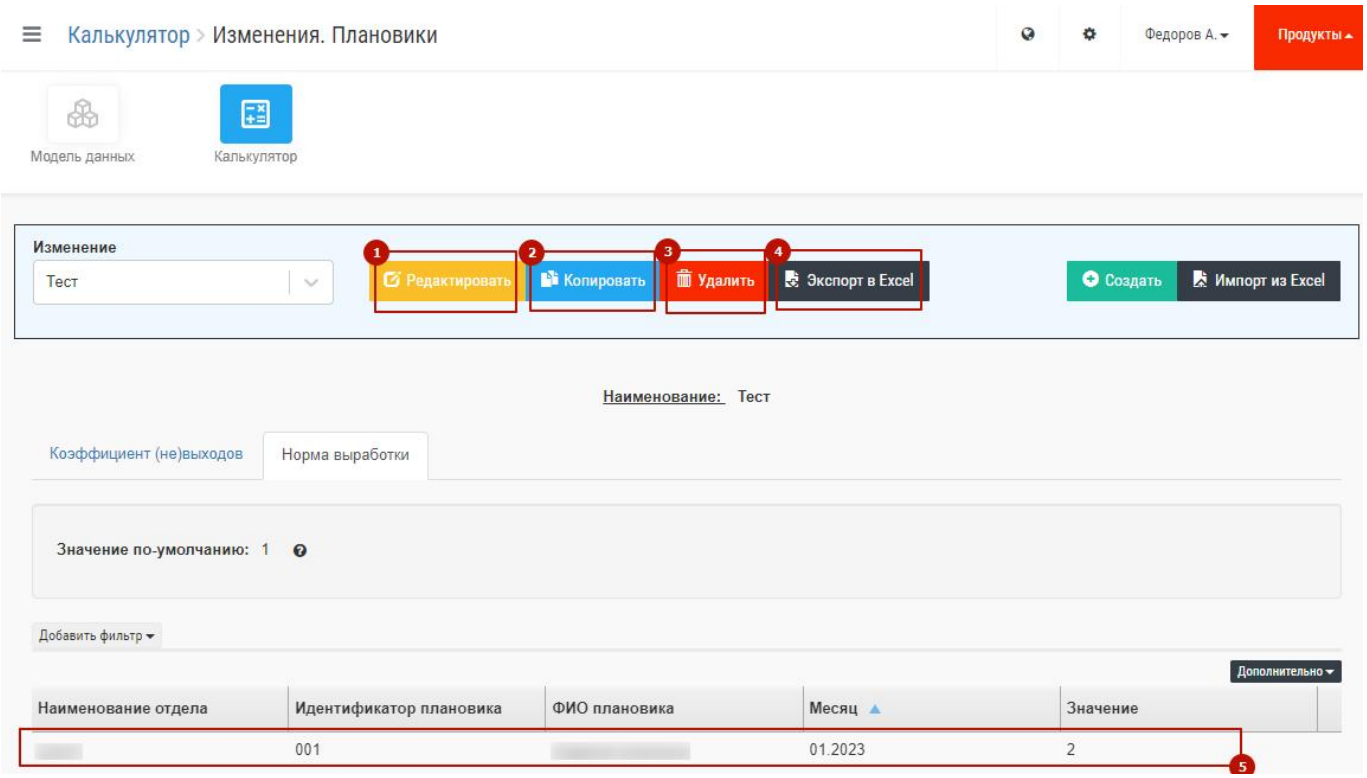

Рис. 51 – Редактирование изменения
После сохранения сформированного изменения строки появятся в таблице, пример показан на Рис. 51 (5) .
- **Редактировать** текущее изменение в части наименования изменения по профессиям, значений всех коэффициентов и их наличия. Для входа в режим редактирования нужно на жать кнопку «Редактировать», внести требуемые изменения и затем нажать кнопку «Сохранить» (1 на Рис. 51);
- **Копировать** текущее изменение. Для копирования изменения необходимо нажать кнопку «Копировать», после чего появится новое изменение у которого имя будет заканчиваться на «Копия_0» (2 на Рис. 51);
- **Удалить** текущее изменение. Для удаления изменения необходимо нажать кнопку «Удалить» (3 на Рис. 51). Текущее изменение будет удалено без возможности восстановления.
- **Экспортировать** текущее изменение в Excel. Для экспорта изменения необходимо нажать кнопку «Экспорт в Excel» (4 на Рис. 51). В интерфейсе в правом нижнем углу появится сообщение о начале процесса экспорта. В результате будет выгружено 2 файла. По завершении процесса выгрузки файлы с выгрузкой будут открыты в Excel.